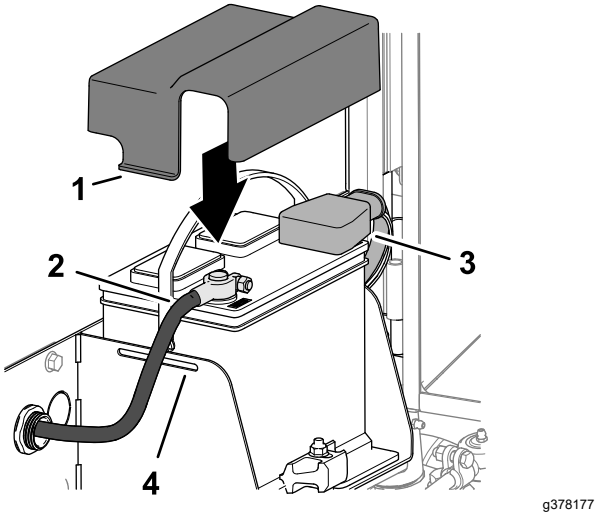

Figuur 128
1. Sluit de pluskabel (rood) aan op de positieve (+) accupool (Figuur 128).